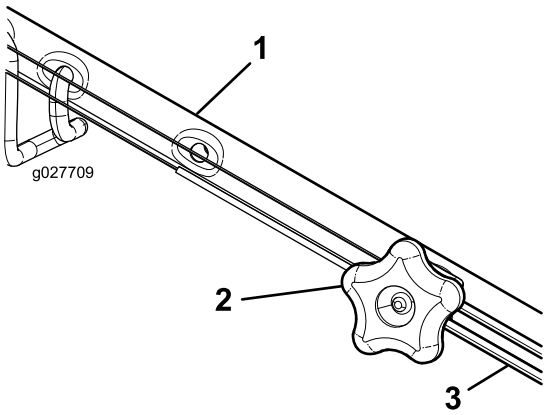

Figura 40
1. Gire el pomo de ajuste en sentido antihorario para aflojar el cable (Figura 40).
2. Ajuste la tensión del cable (Figura 40) tirando del mismo hacia atrás o empujándolo hacia adelante, y sujételo en esa posición.